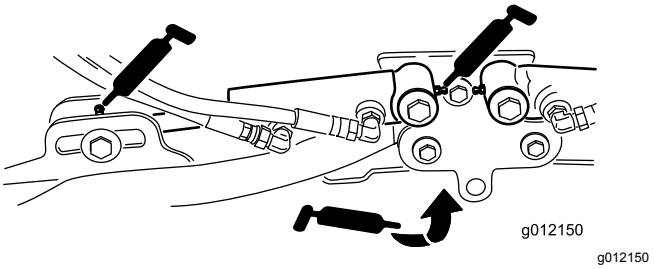

**Figur 77**
- Løftearmssylindere for klippeenheten (2 hver) (Figur 77)
- Løftearmsdreietapper (1 hver) (Figur 77)